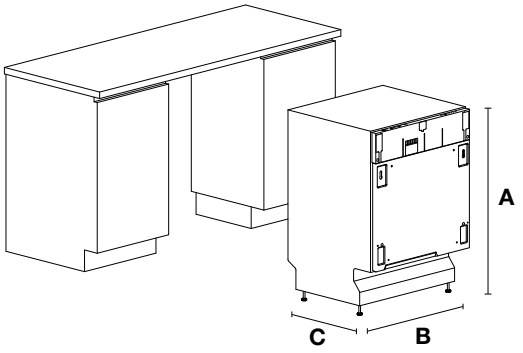

Fig. 4-01
l'encadré qui contient les figures reporte, en bas sur la droite, la numérotation progressive de celles-ci. Un exemple de numérotation est "Fig. 4-01", où le premier chiffre (4) correspond au chapitre d'appartenance de la figure, tandis que le deuxième chiffre (01) correspond au numéro progressif de la figure au sein du chapitre 4 (dans l'exemple, la Fig. 4-01 correspond à la première figure du chapitre 4). La numérotation des tableaux suit le même principe avec, au lieu de "Fig. ", la notation "Tab." (par ex. Tab. 4-01 correspond au premier tableau du chapitre 4). Si un même tableau occupe plusieurs pages, une lettre est ajoutée après le chiffre progressif (par ex. "Tab. 4-01a", Tab. 4-01b").
4 DIMENSIONS LAVE-VAISSELLE (Voir fig. 4-01)